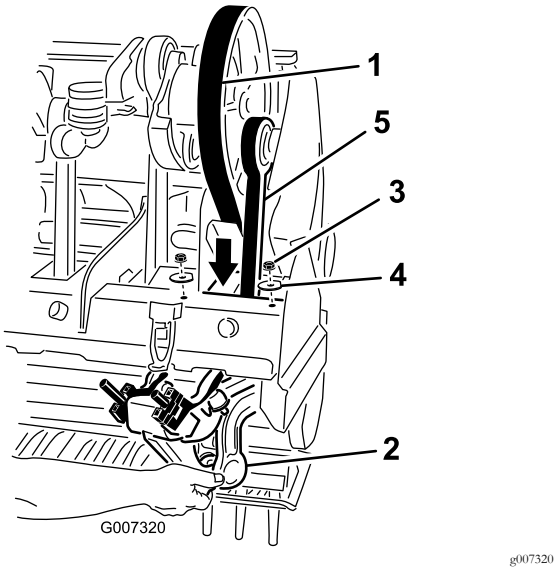

Figur 39
5. Løsne og fjern de to låsemutrene og låseskivene som fester demperen for rotasjonsleddene for stampearm nr. 1 (Figur 39).
7. Før drivremmen ned gjennom luftehoderammen og rundt den nedre enden av stampearm nr. 1 (Figur 39).